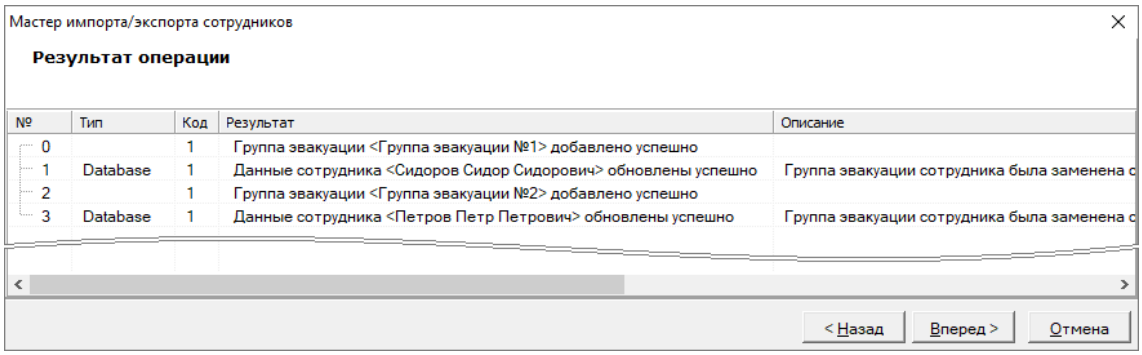

Рисунок 15-55 Отчет о результатах импорта
5) В шаге «Результат операции импорта» (см. п. 15.4.5) просмотреть отчет о результатах импорта, в примере – добавление групп эвакуации и обновление данных сотрудников в виде назначения новых групп эвакуации (см. Рисунок 15-55);